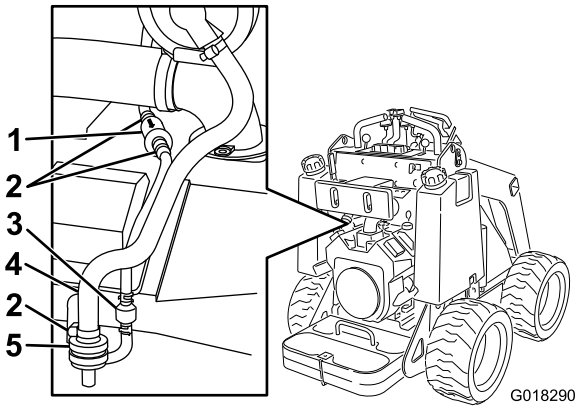

Figure 21
2. Desserrez le collier au-dessus du filtre à air à charbon actif (Figure 21).
3. Déposez le filtre à air et mettez-le au rebut (Figure 21).
4. Posez un filtre neuf dans le flexible et fixez-le en place avec le collier (Figure 21).
2. Éloignez du filtre les colliers de flexible à ressort de chaque côté du filtre à charbon actif de tuyau de purge (Figure 21).
3. Déposez le filtre de tuyau de purge et mettez-le au rebut (Figure 21).
4. Posez un filtre neuf dans le flexible en dirigeant la flèche située dessus vers le clapet antiretour et fixez-le avec les colliers (Figure 21).